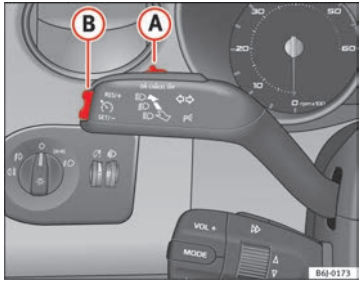

Fig. 113 Turn signal and main beam headlight lever: switch and rocker switch for the cruise control
– Move the control ⇒ Fig. 113 (A) to the left to **ON**.